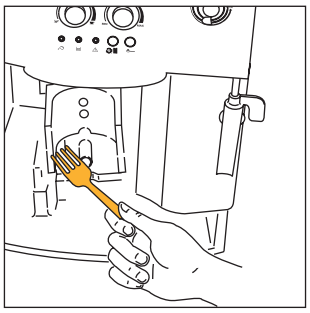
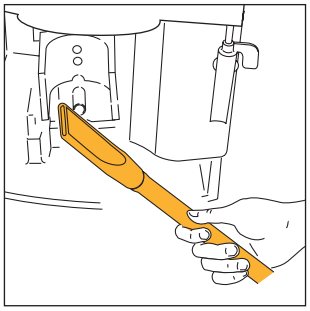

Abb.30
Abb.31
- Das Maschineninnere sorgfältig reinigen. Die Kaffeeverkrustungen innerhalb der Kaffeemaschine mit einer Holz- oder Plastikgabel abkratzen (Abb. 30), und dann mit einem Staubsauger alle Rückstände absaugen (Abb. 31);